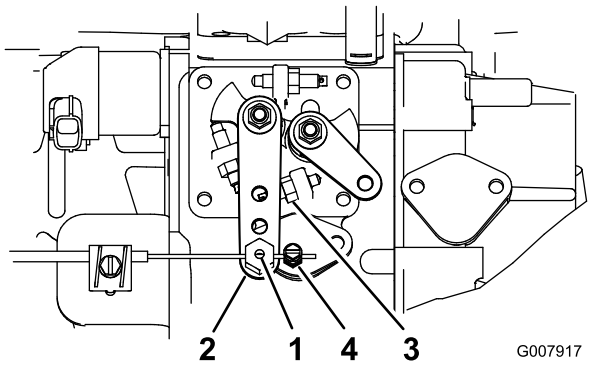

Figur 42
2. Løsne gasskabelkonnektoren, på gasskabelen, ved siden av innsprøytingspumpespaken (Figur 42).
3. Hold innsprøytningspumpens spakarm mot høy tomgangsstopp (Figur 42).